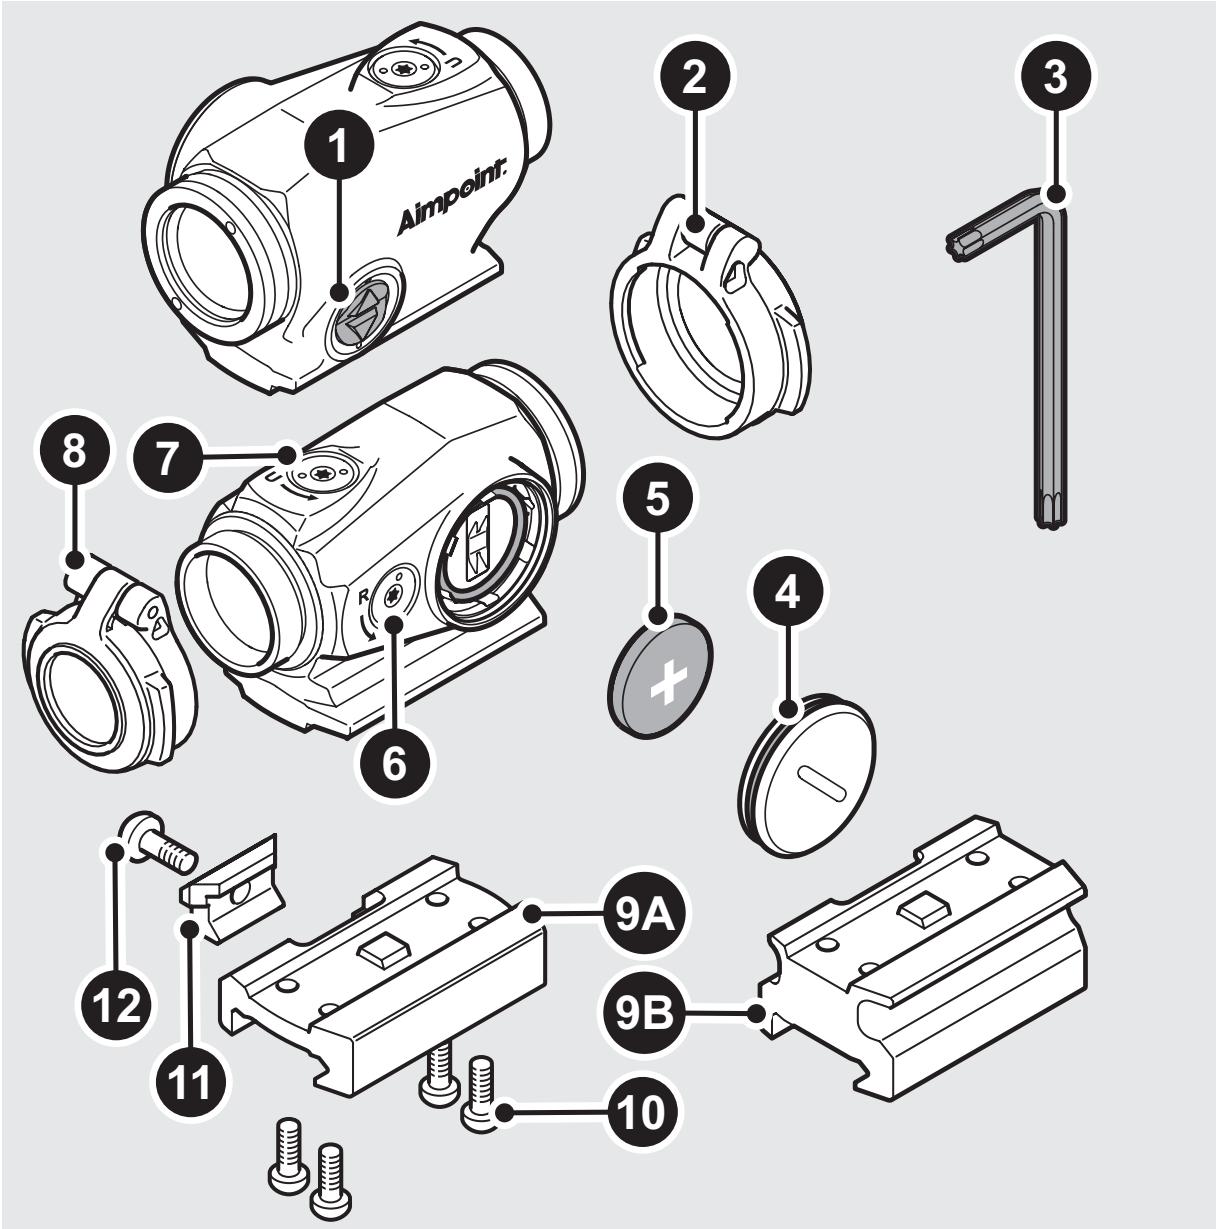

Abb. 1 Übersicht
c Setzen Sie die Batterie (5) mit der Plusseite (+) zum Batteriedeckel (4) gerichtet ein (siehe Abb. 1).